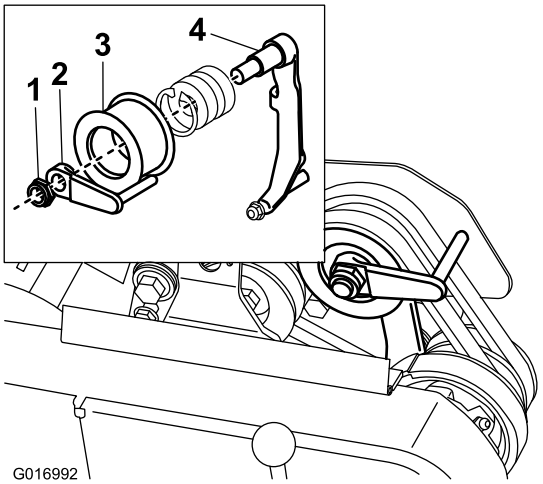

Figur 40
8. Justera remstyrningen så att det går lättare att skjuta eller dra maskinen utan att starta motorn (Figur 40, infällning) på följande sätt: